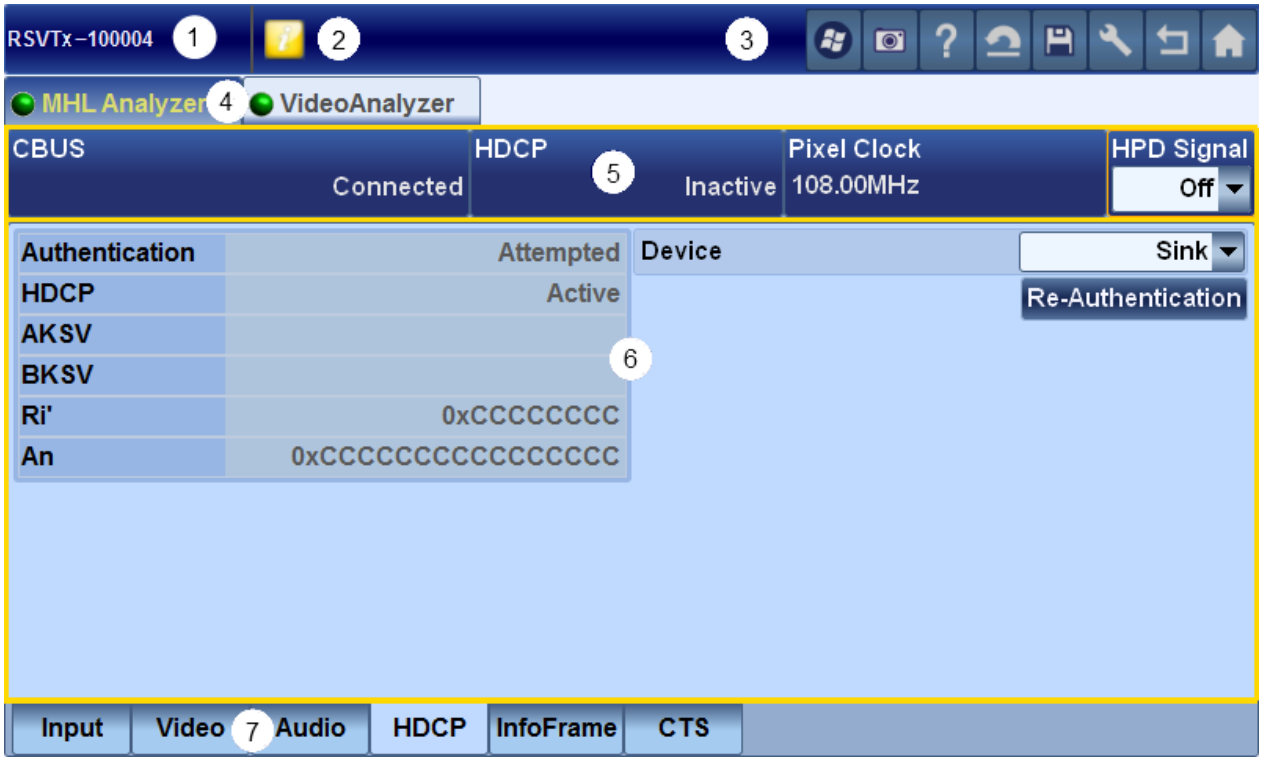

Figure 3-1: Application screen (example)
See (1) in Figure 3-1.
See (2) in Figure 3-1.
See (3) in Figure 3-1.
See (4) in Figure 3-1.
See (5) in Figure 3-1.
See (6) in Figure 3-1.
See (7) in Figure 3-1.